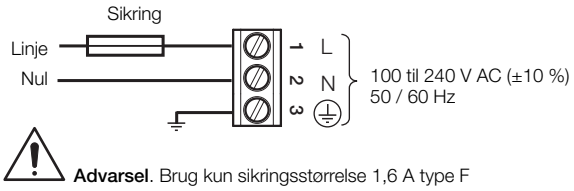

Fig. 4.1 AC-strømforsyningstilslutninger
- Transmitteren er ikke udstyret med en kontakt, så der skal derfor monteres en afbryderanordning såsom en kontakt eller en kredsløbsafbryder i overensstemmelse med de lokale sikkerhedsstandarder i den endelige installation. Den skal monteres tæt på transmitteren, hvor den let kan nås af operatøren, og den skal mærkes tydeligt som afbryderanordning for transmitteren – se Fig. 4.1, side 12.